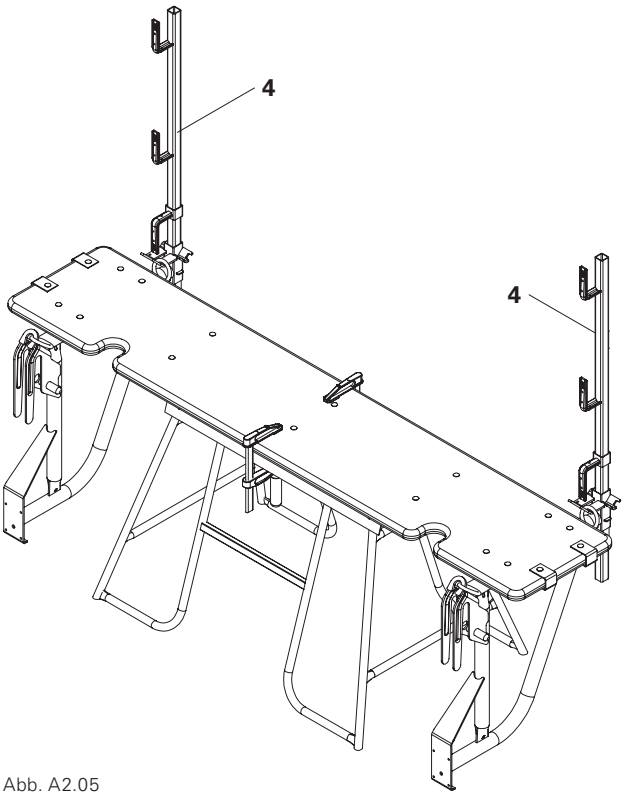

Abb. A2.05
1. Geländerpfosten HSGP-2 (**4**) in die Aufnahmen an den Teleskopauflagen der Bühne stecken. (Abb. A2.05)